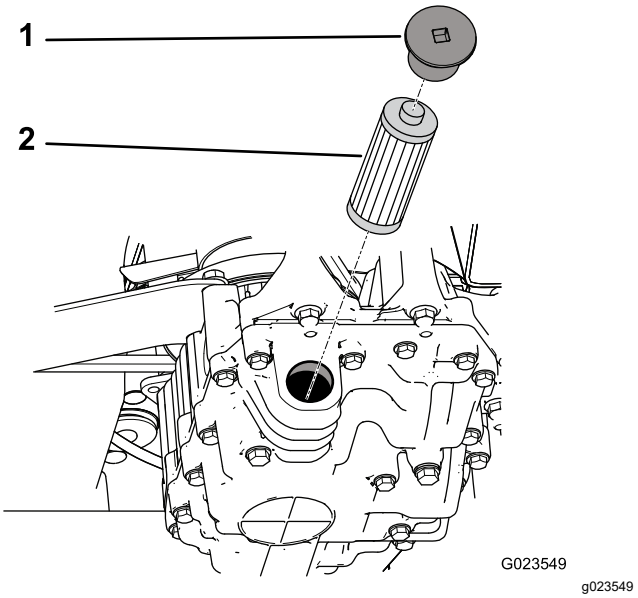

**Figuur 70**
4. Verwijder de filterdop en trek het filter uit de transmissie (Figuur 70).